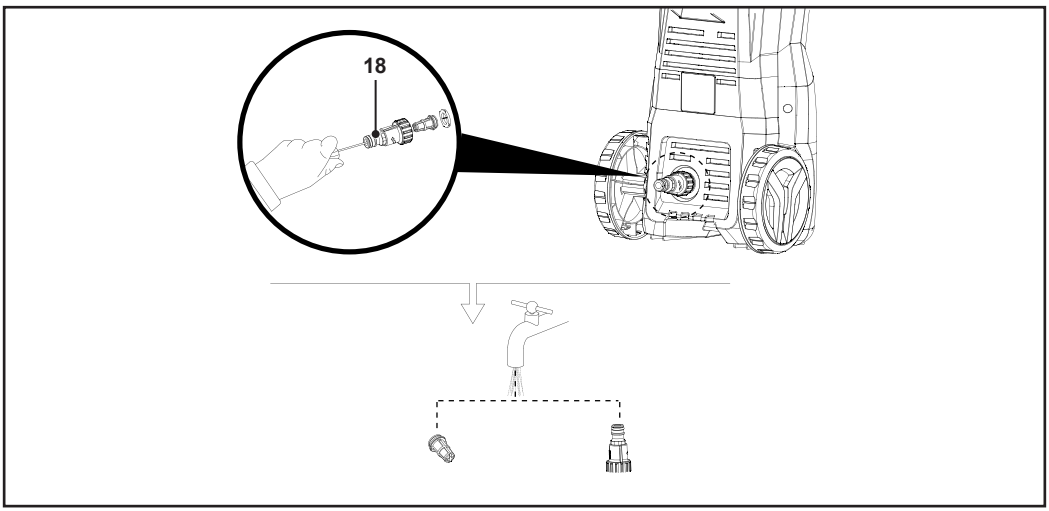

Fig. 13
1. Detach the gasket and the inlet filter from the water inlet connector (18) (Fig. 13).
2. Rinse the inlet filter and the water inlet connector (18) with clean water (Fig. 13).
3. After cleaning, refit the inlet filter and gasket properly in the water inlet connector (18).